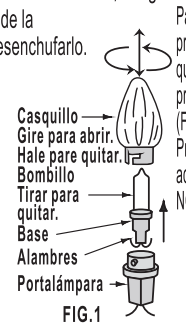

FIG.1
Paso 2: Retire el bombillo fundido agarrándolo por la base y halando hacia afuera del portalámpara. Estire los alambres y hale el bombillo hacia afuera de la base (FIG.1).